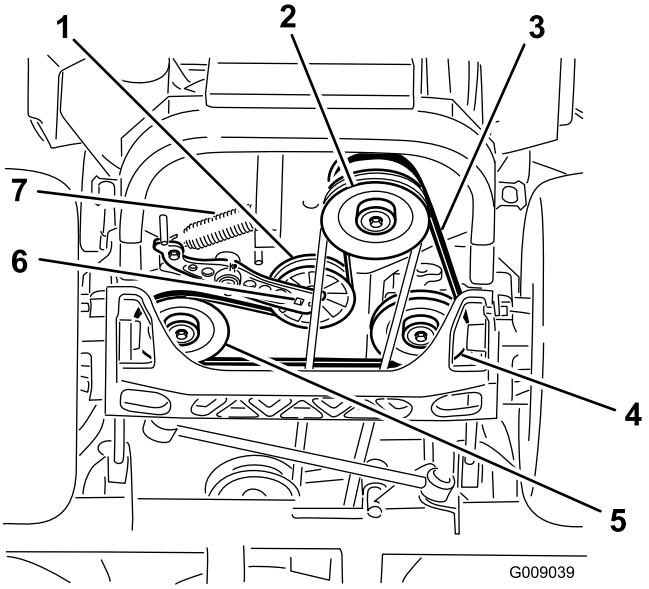

Figur 78
4. Løft opp maskinen og støtt den med jekkstøtter (Figur 78).
5. Bruk en skralle i det firkantede hullet i lederullarmen for å fjerne blindfjæren (Figur 78).
6. Hekt fjæren av rammen (Figur 78).
9. Bruk en skralle i det firkantede hullet i lederullarmen for å montere blindfjæren til rammen (Figur 78).